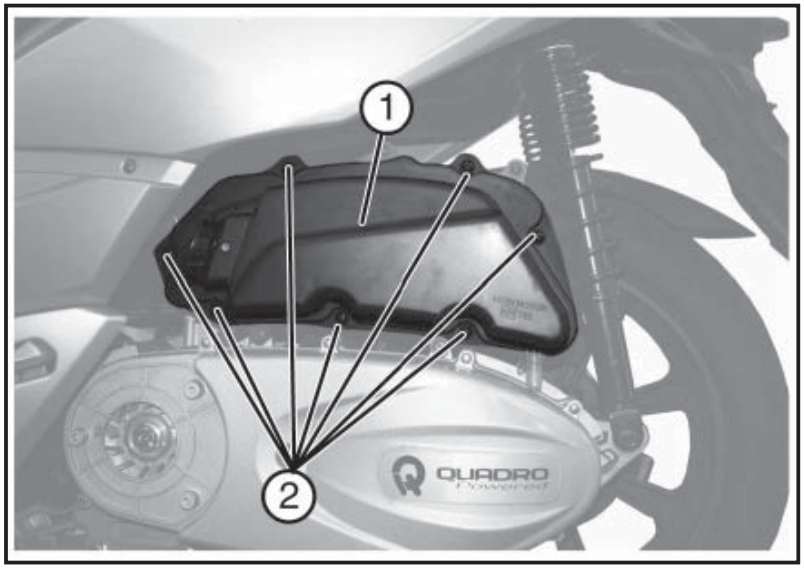

Fig. 01 *QSI0055*
- Svitare le sette viti «**2 - Fig. 01**».
- Rimuovere il coperchio della scatola filtro «**1 - Fig. 01**».